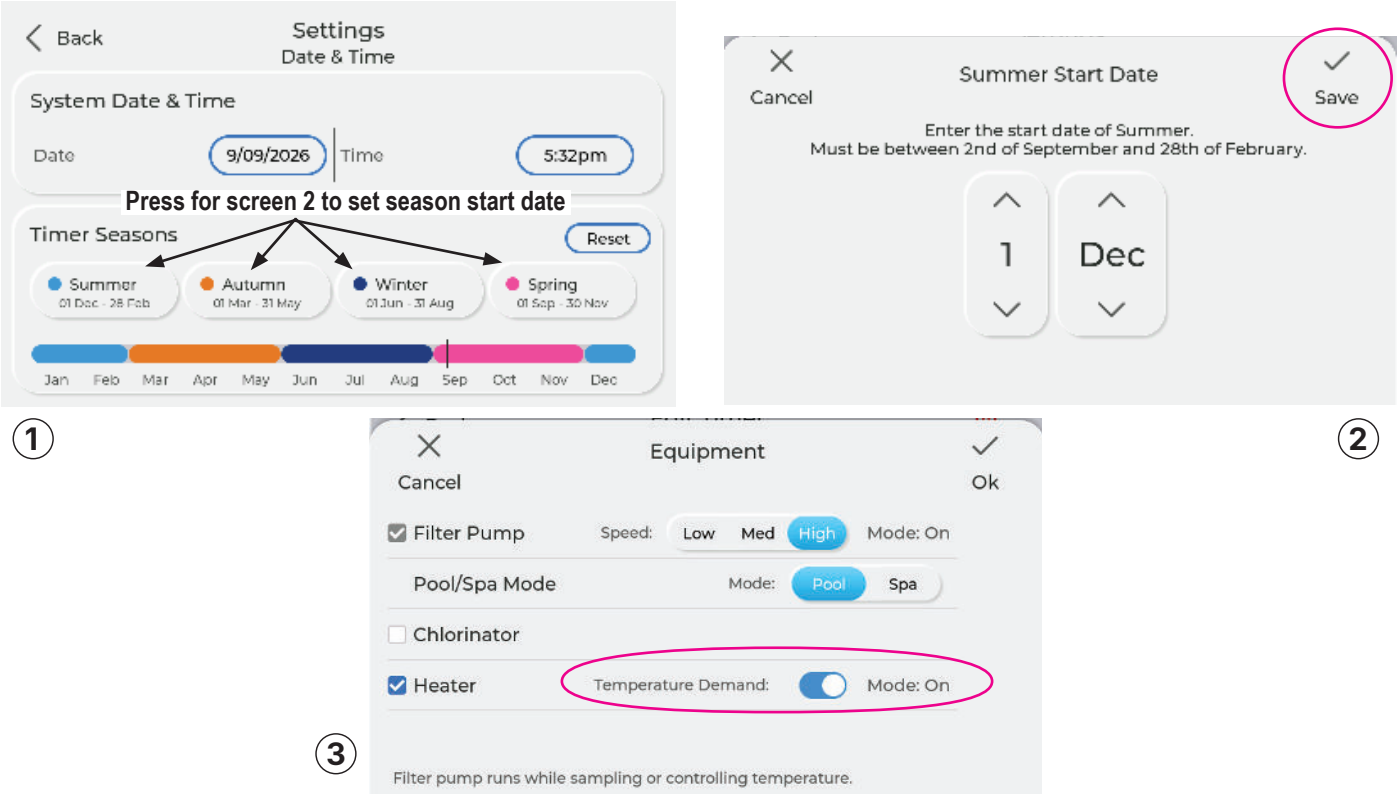

**Figure 14. Date, Time and Seasons Settings Screen**
- To set a timer for the Temperature Demand in the timers section, select the check box for the filter pump and heater, then toggle the Temperature demand slider ON. See *Figure 14* screen 3.
- If this selection operates outside of normal sanitisation timers, Echo will not produce chlorine during that temperature sampling period. **NOTE:** It is recommended to uncheck the chlorinator setting in this timer window. See *Figure 14* screen 3.